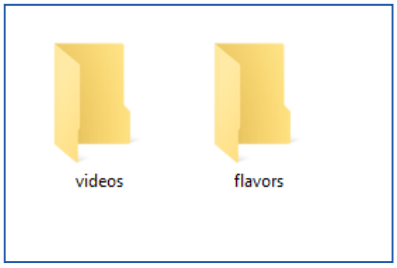

Figure 7.7
1. Create two new folders on the USB drive. Rename the two folders **flavors** and **videos** using lowercase letters only (**Figure 7.7**).